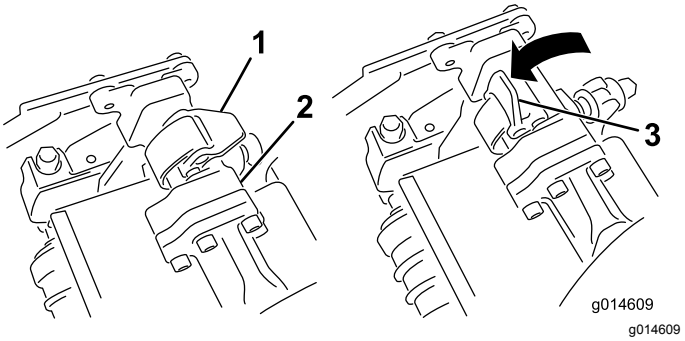
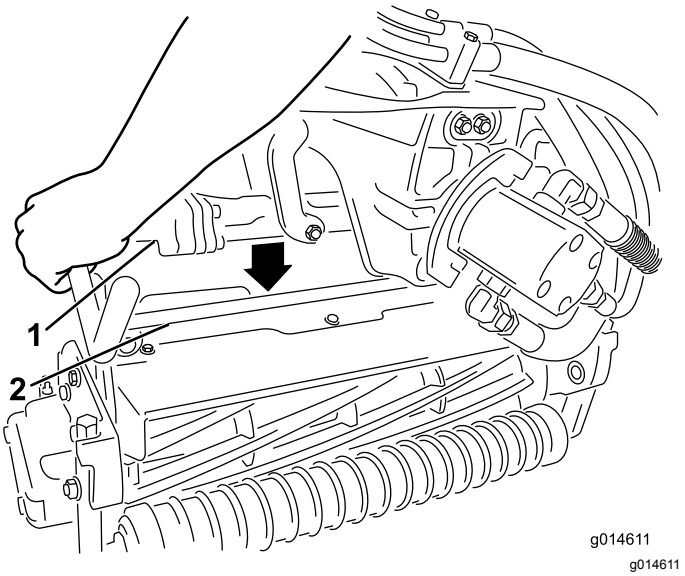

Figur 29
Figur 30
3. Mens låsehåndtagene på affjedringsarmen peger opad (dvs. er åbne) (Figur 29), skal du skubbe affjedringsarmen ned, så stangen kan sættes over tværstangen på klippeenheden øverst oppe (Figur 30).
4. Luk låsehåndtagene ned og omkring klippeenhedens stang, og lås dem på plads (Figur 29).
4. Åbn låsehåndtagene på affjedringsarmens stang på klippeenheden, som du fjerner (Figur 29).